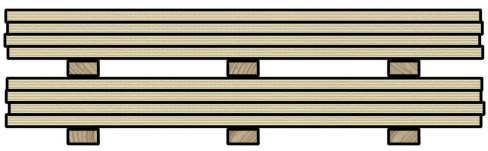

Figuur 1
- Leg plaatmateriaal op pallets of op regels (hart op hartafstand 600 mm). Stapelt u meer pakketten boven elkaar, leg dan balkjes tussen de pakketten recht boven elkaar. Op die manier blijven de platen recht (zie figuur 1).